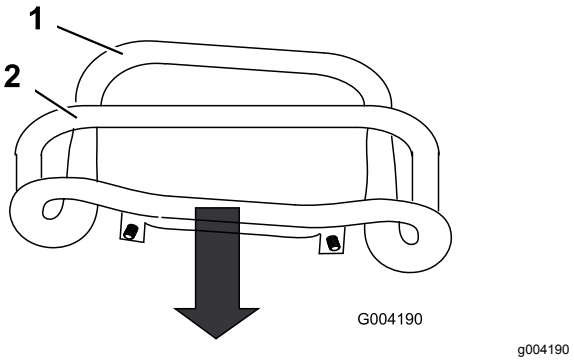

Figur 51
3. Dra drivreglaget bakåt så att reglagets främre del nuddar vid referensstaven (Figur 51).